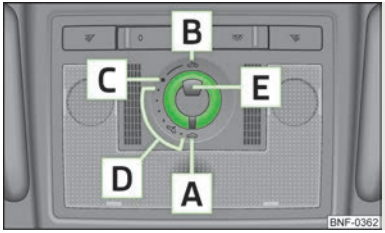

Fig. 20
The power sliding/tilting roof (abbreviated in the following as 'sliding/tilting roof'), can only be operated with the rotary dial when the ignition is turned on » Fig. 20 on page 28. The control dial has several positions.
- If the battery has been disconnected and reconnected, it is possible that the sliding/tilting roof does not operate correctly. Next, move the rotary switch into position A » Fig. 20 on page 28, pull it, and hold onto the recess downwards and forwards tightly. The sliding/tilting roof opens and closes again after around 10 seconds. Do not release the control dial until it has done so.
› Turn the switch to position C » Fig. 20.
› Turn the switch to a position in area D » Fig. 20.
› Turn the switch to position B » Fig. 20 and hold it in this position (spring-tensioned position).
› Turn the switch to position A » Fig. 20.